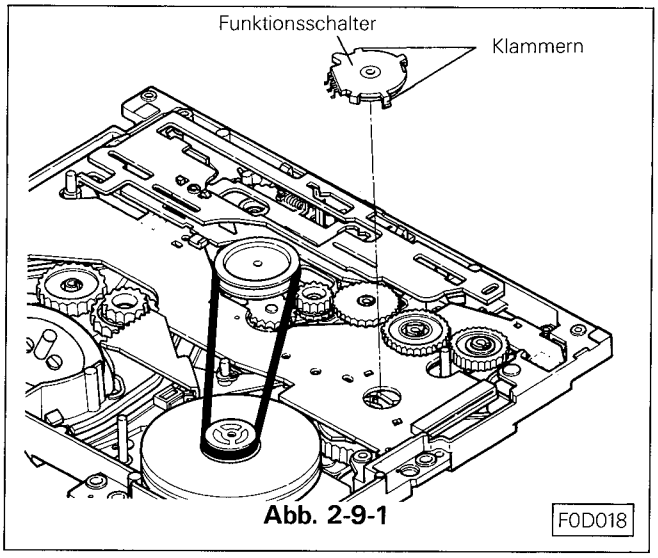

Abb. 2-9-1 FOD018
2-9-1 Ausbau (siehe Abb. 2-9-1)
C. Befestigen Sie den Schalter im Chassis vorsichtig und beachten Sie dabei, daß der Schalter nicht in seiner Position verändert wird. Siehe Abb. 2-9-1.